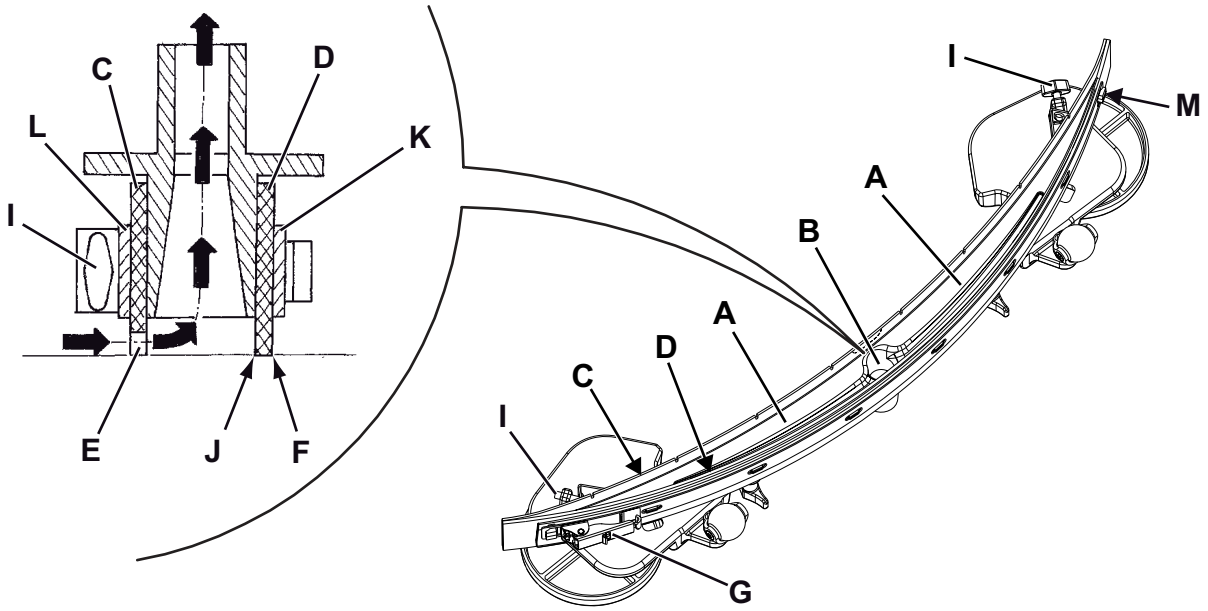

Abbildung 6
2. Den Zündschlüssel (58) einstecken und auf „I“ stellen.
3. Die Sauglippe (30) durch Drücken der Taste (63) senken.
4. Zündschlüssel (58) in Stellung 0 drehen.
5. Ansaugrohr (31) von der Sauglippe abnehmen.
6. Sterngriffe (34) lösen und Sauglippe (30) abnehmen.
7. Sauglippe abspülen und reinigen. Besonders den Schmutz und Abfälle von den Räumen (A, Abb. 6) und der Öffnung (B) beseitigen. Überprüfen, ob der vordere (C) und der hintere Gummi (D) unversehrt sind und keine Schnitte oder Risse aufweisen, gegebenenfalls austauschen.
1. Die Sauglippe (Abb. 6) reinigen, und dabei wie angegeben im vorhergehenden Abschnitt vorgehen.
2. Überprüfen, ob die Fugenkante (E) des vorderen (C) und die Fugenkante (F) des hinteren Gummis (D) gleichzeitig in ihrer gesamten Länge auf dem Fußboden aufsitzen. Andernfalls Höhe wie folgt einstellen:
- Zugstange (G) entfernen, Haltevorrichtungen (M) lösen und hinteren Gummi (D) einstellen. In die Haltevorrichtungen einrasten und mit der Zugstange fixieren.
- Sterngriffe (I) lösen und vorderen Gummi (C) einstellen. Sterngriffe wieder festdrehen.
3. Überprüfen, ob der vordere (C) und der hintere Gummi (D) unversehrt sind und keine Schnitten oder Risse aufweisen, gegebenenfalls wie folgt austauschen. Überprüfen, ob die Vorderkante (J) des hinteren Gummis verschlissen ist. Gegebenenfalls Gummi umdrehen und eine der drei unversehrten Kanten als Vorderkante verwenden. Wenn auch die anderen drei Kanten abgenutzt sind, das Gummi wie folgt ersetzen:
- Zugstange (G) aushaken, Haltevorrichtungen (M) lösen, Haltestreifen (K) abnehmen und hinteren Gummi (D) umdrehen/austauschen.
- Sterngriffe (I) aufdrehen, Haltestreifen (L) abnehmen und vorderen Gummi (C) austauschen.